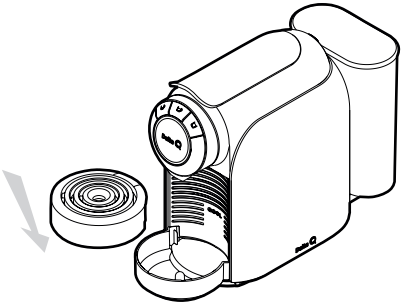

Fig. 12: Baissez le plateau d'appui pour les tasses.
- Si la tasse est plus haute que la distance entre le plateau amovible et le bec verseur, baissez le plateau d'appui pour les tasses (voir **Fig. 13**). Placez une tasse à thé (d'une capacité supérieure à 180cc) au-dessus du plateau amovible pour appui des tasses et en dessous du bec verseur (voir **Fig. 12**).